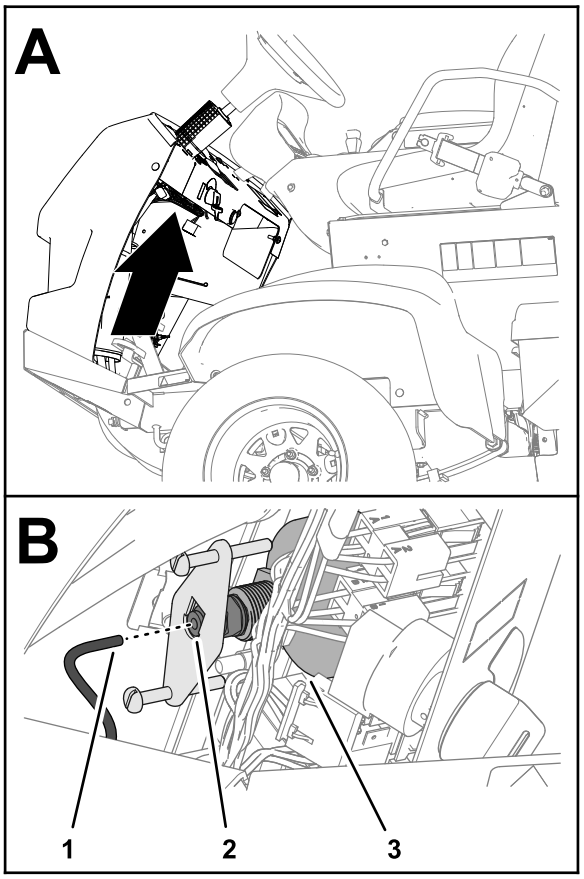

図 124
5. 水圧計の後ろについているチューブを外して、チューブの端を容器に入れる図 124。